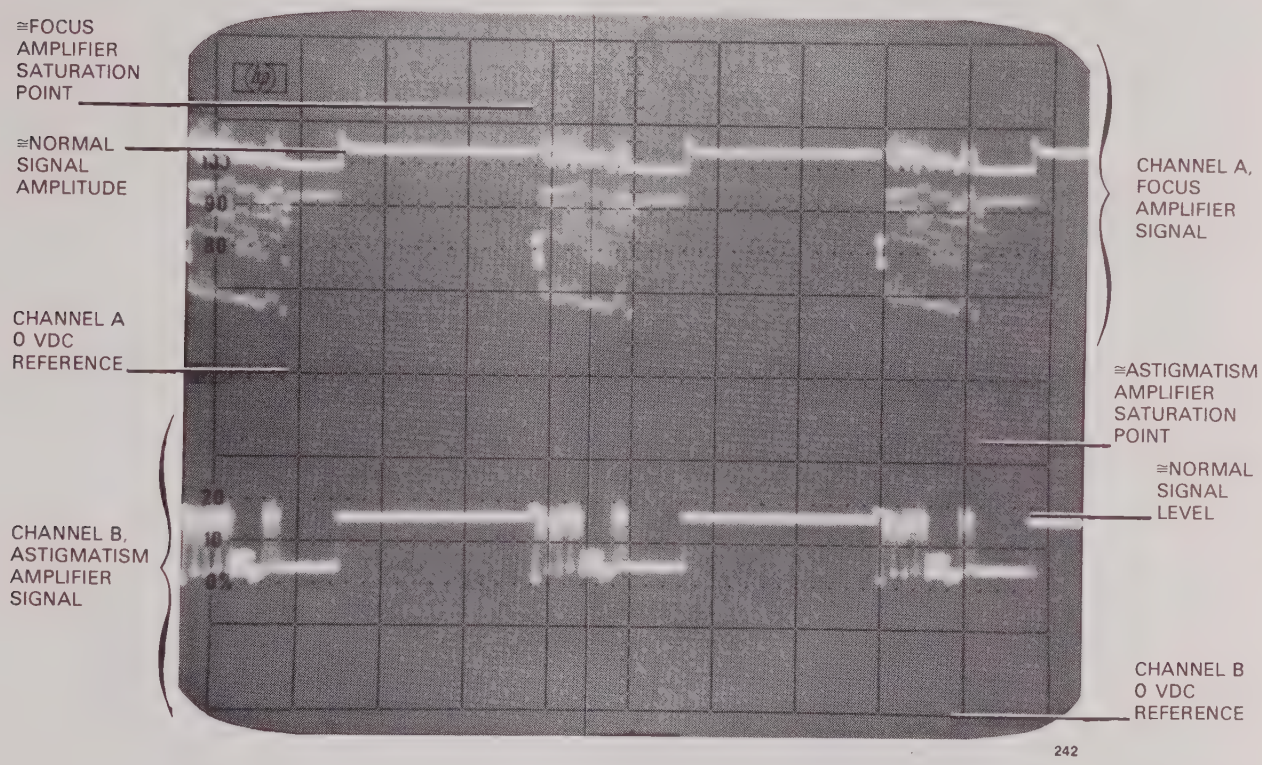

Figure 5-15. Focus and Astigmatism Output Waveforms
j. Set oscilloscope controls as follows and obtain the display as shown in figure 5-15: